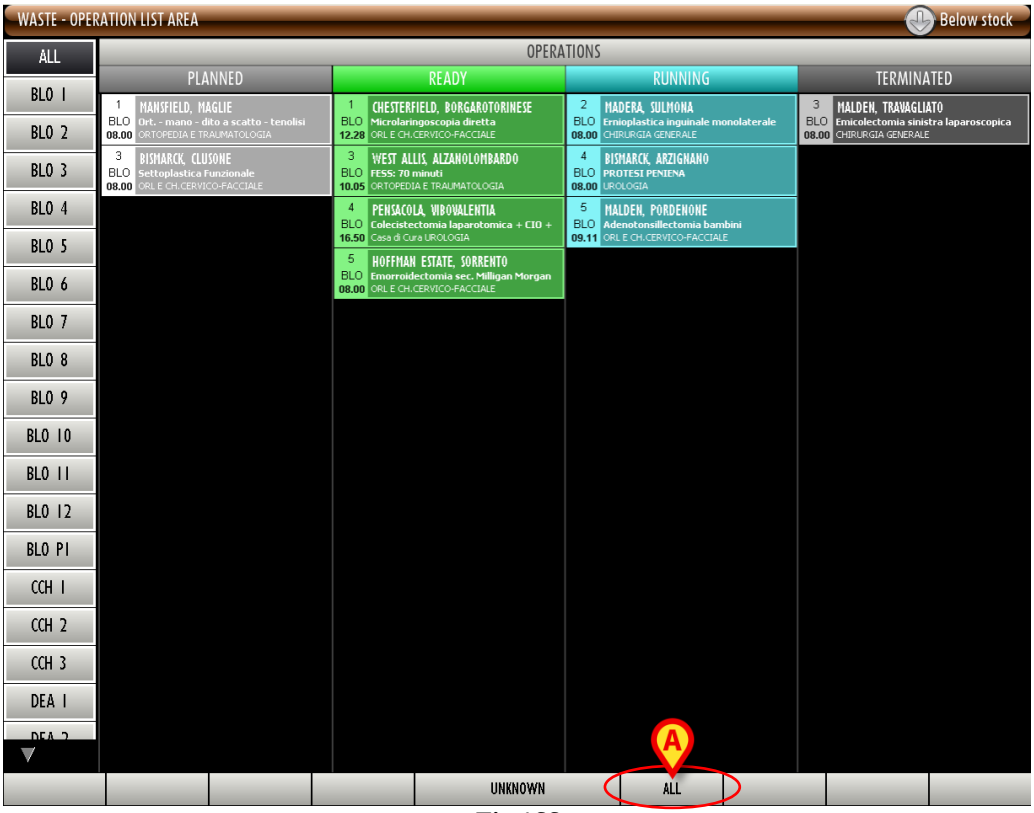

Fig 166
The **All** button on the command bar (Fig 166 **A**) displays the list of all the resources picked in the selected period. All the pickings are displayed: those associated to the operations, those associated to the cost centers, those associated to any other possible relevant entity.
- click the **All** button on the command bar (Fig 166 **A**).